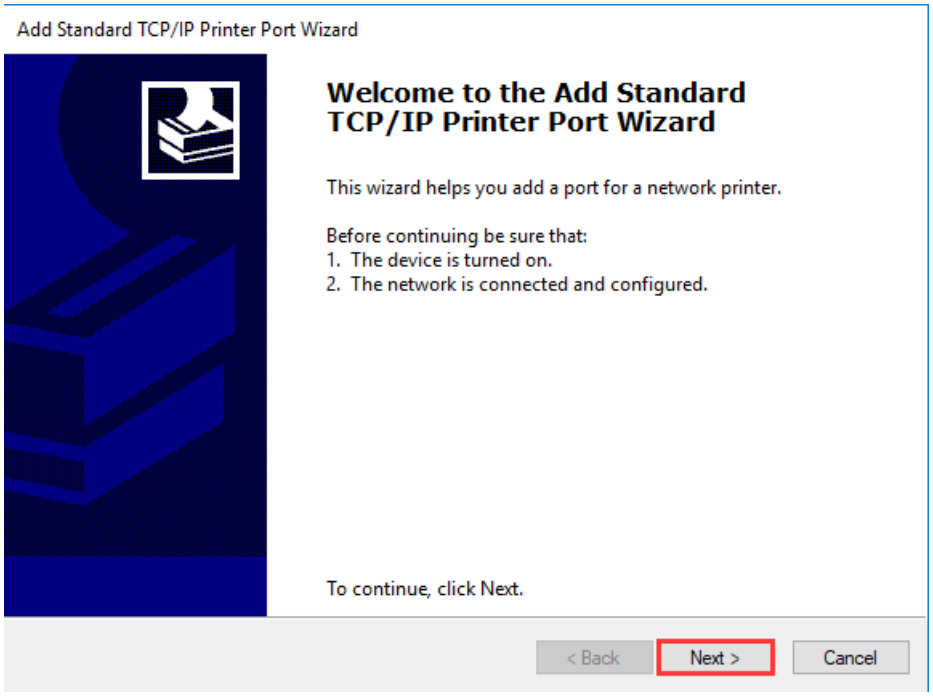

Figure 2-45 Add Standard TCP/IP Printer Port Wizard
6. The "Add Standard TCP/IP Printer Port Wizard" screen displays, click "Next", as shown in Figure 2-45.